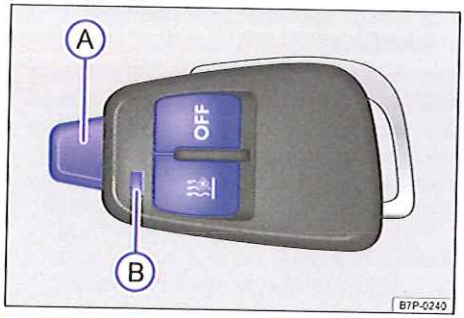

Fig. 216 Chauffage stationnaire : radiocommande
– *Mise en marche :* appuyez sur la touche → fig. 216. Lorsque le témoin de contrôle s'al-